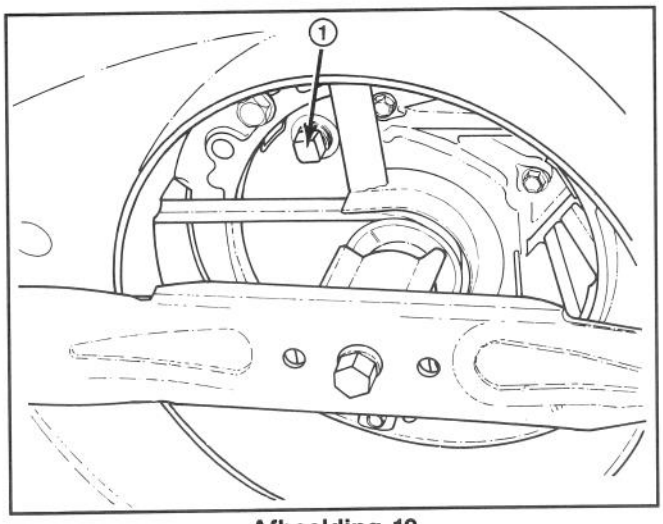

Afbeelding 19
3. Houd de maaier schuin naar links. Verwijder de stop van de onderkant van de maaier met behulp van een instelbare schroefsleutel (Afb. 19). Plaats een opvangbak onder de maaier.